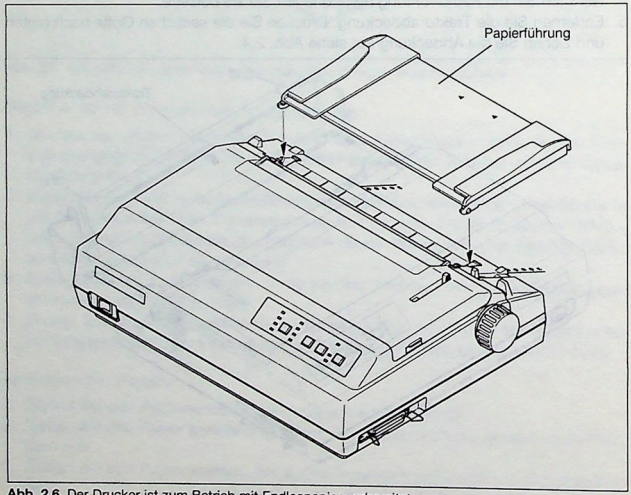

**Abb. 2.6** Der Drucker ist zum Betrieb mit Endlospapier vorbereitet.
14. Setzen Sie abschließend die Papierführung auf den Drucker, wie in Abbildung 2.6 gezeigt wird.